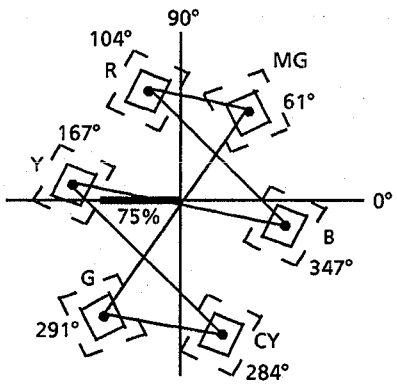

Figure. 4
4) Adjust vector of R,MG,YL,G,CY and B with R358 (B-Y) and R359 (R-Y) to center them on its each position in the right figure 4.